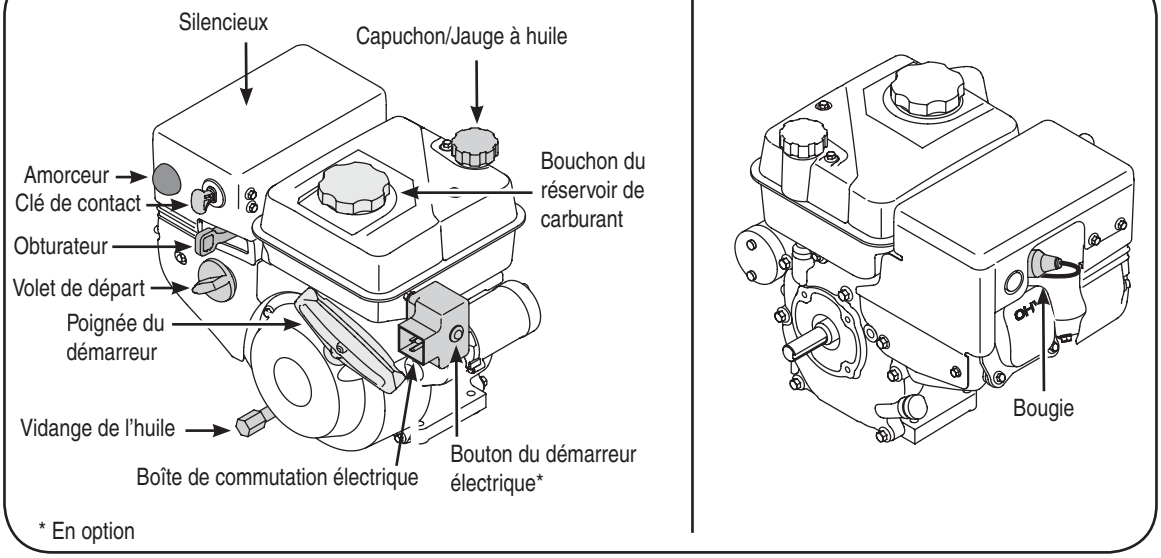

Figure 2-1: Vues avant et arrière du moteur.
6. Appuyez sur l'amorceur de trois fois en faisant attention de bien couvrir le trou d'aération. Figure 2-1. Si le moteur est chaud, appuyez seulement une fois sur l'amorceur. Recouvrez toujours le trou d'aération. Par temps froid, il peut être nécessaire d'amorcer plusieurs fois.
7. Enfoncez le bouton du démarreur pour faire démarrer le moteur, Figure 2-1. Lâchez le bouton dès que le moteur tourne. Le démarreur électrique est équipé d'un dispositif de protection en cas de surcharge thermique. Le système sera provisoirement arrêté pour permettre au démarreur de refroidir en cas de surcharge.
2. Placez la commande de l'obturateur, Figure 2-1, à la position Rapide (Lapin).
4. Appuyez sur l'amorceur de trois fois en faisant attention de bien couvrir le trou d'aération. Figure 2-1. Si le moteur est chaud, appuyez seulement une fois sur l'amorceur. Recouvrez toujours le trou d'aération. Par temps froid, il peut être nécessaire d'amorcer plusieurs fois.
4. Placez la commande de l'obturateur, Figure 2-1, à la position Rapide (Lapin).
5. Placez le volet de départ à la position CHOKE (volet de départ) (pour démarrage d'un moteur froid). Si le moteur est chaud, placez le volet de départ à la position RUN (marche). Figure 2-1.